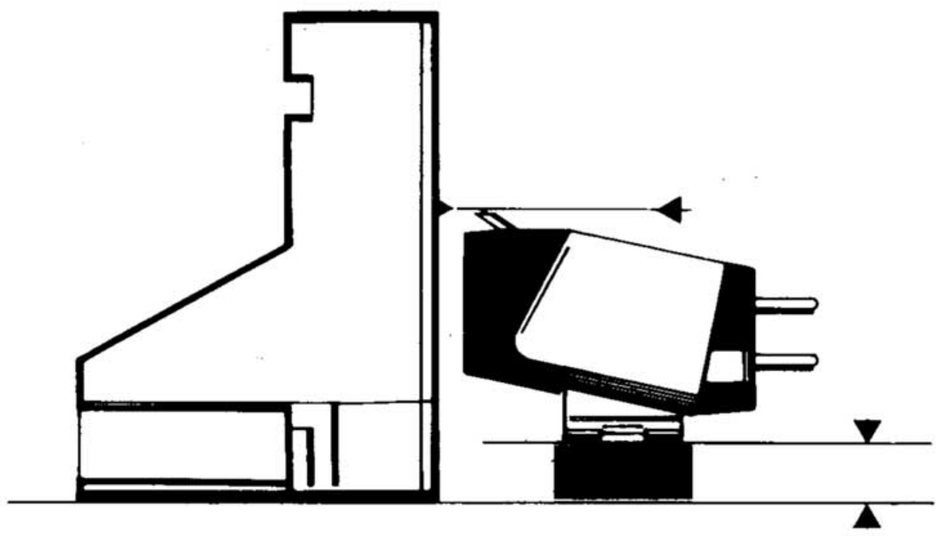

Figura 18
1. Porre la cartuccia rispetto al calibro di montaggio come mostrato in figura 18.